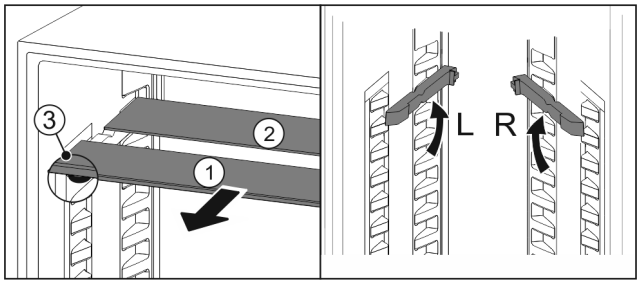

Fig. 102
▶ Extrageți *Fig. 102 (1)* pe rând plăcile de sticlă spre înainte.
▷ Placa de sticlă *Fig. 102 (1)* cu șipca decorativă se află în față.
▷ Opritoarele *Fig. 102 (3)* indică în jos.